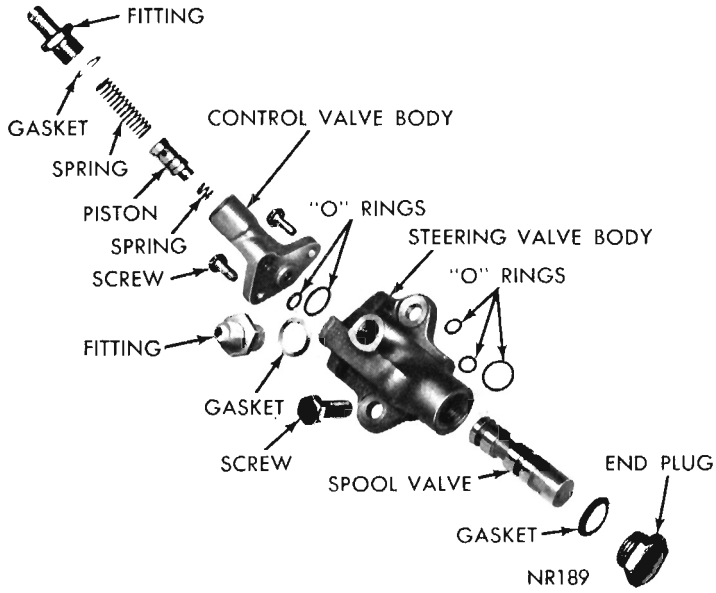

Fig. 3—Valve Body (Disassembled View)
(4) Remove the two screws attaching control valve body to steering valve body and separate two bodies (Fig. 3).
(5) Remove outlet fitting, washer, spring, valve piston and cushion spring.
(6) Carefully shake out spool valve and inspect for nicks, burrs and scores. Do not remove valve body end plug unless inspection indicates a leak at gasket. **If**
(7) Clean valve bodies and valve piston thoroughly in clean solvent. Blow out all passages with compressed air. Lubricate pistons and bores with power steering fluid.
(8) Install steering spool valve in valve body so valve lever hole is aligned with lever opening in valve body. Valve must be perfectly free in valve body without sticking or binding (Fig. 3).
(9) Install a new gasket on end plug (if removed). Tighten plug to 25 foot-pounds.
(10) Install piston cushion spring in control valve body being sure it seats in counterbore at bottom of housing. Lubricate piston and insert nose end of piston into body bore. Test for smooth operation. Be sure cushion spring is not cocked.
(11) Install spring on top of piston, compress spring and install brass washer and fittings. Tighten to 20 foot-pounds.
(12) Position two new "O" rings on control valve body and attach to steering valve body. Tighten the two attaching screws to 95 inch-pounds.
(13) If pressure inlet fitting has been removed, tighten fitting to 30 foot-pounds.
(14) Align lever hole in valve spool with lever opening in valve body.
(15) Install gear housing making sure the valve lever enters hole in valve spool and key section on bottom of valve body nests with the keyway in housing.